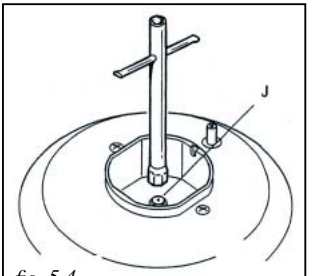

fig. 5.4
• À l'aide d'une clé, remplacez les buses des injecteurs "J" (fig. 5.4 - 5.5) par le modèle le plus adapté pour le type de gaz à utiliser.